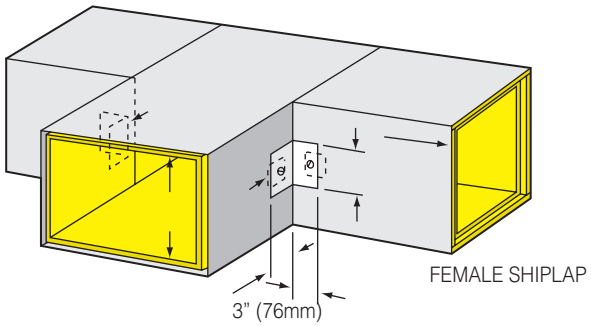

Fig. 5-19A. Tee reinforcement with 3" x 3" x 4" (76 x 76 x 102 mm) sheet metal angle at throat.
If H is less than the maximum unreinforced duct dimension, but 24" or greater, (610mm), reinforce per detail ①, Fig. 5-19A and detail Ⓐ, page 5-15. Reinforcement is not required at the heel.